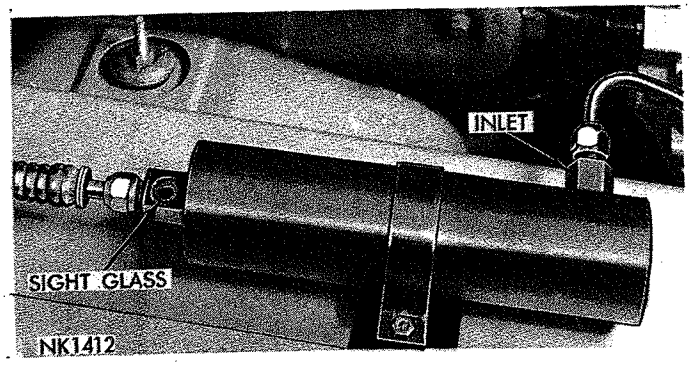

*Fig. 22—Sight Glass (Valiant and Barracuda)*
**The sight glass used with "VALIANT and BARRACUDA," installations has no arrow, but the inlet is marked "IN." With the engine operating at 1250 rpm, check temperature on the inlet side and on the outlet side of the receiver-strainer-drier (Fig. 22). If the temperature is the same on both ends, this indicates that the unit is functioning properly. However, if the temperature is cooler on the outlet end than it is on the inlet end, the receiver-strainer-drier is faulty (partially plugged) and must be replaced, purge the refrigerant from the system, replace the receive-strainer-drier and recharge.**